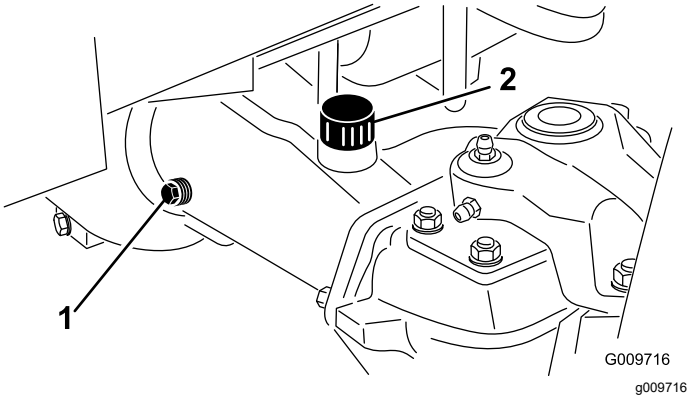

**Figuur 111**
2. Verwijder een controleplug van 1 uiteinde van de as en controleer of het smeermiddel tot aan de onderkant van de opening komt (Figuur 111).